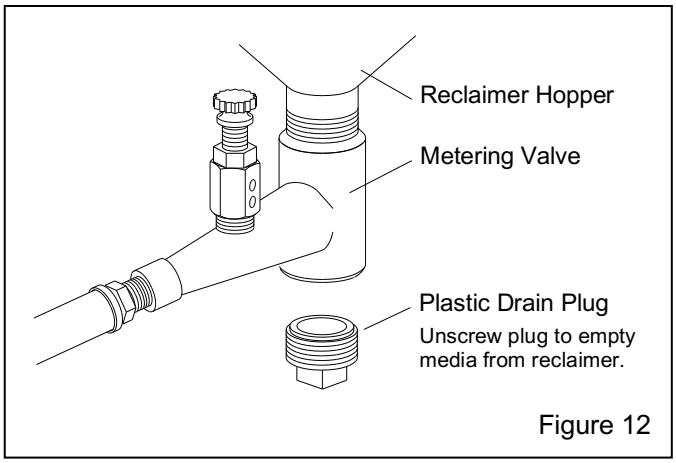

Figure 12
4.3 Media Unloading – Figure 12